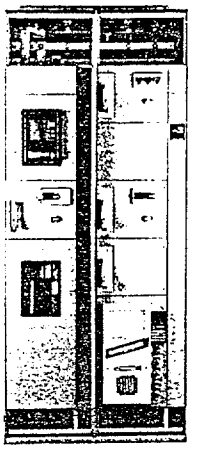

Figure 5: Horizontal wire trough covers removed
1. Remove the horizontal wire trough covers in all sections, providing access to the ground bus and section splicing bolts (figure 5).